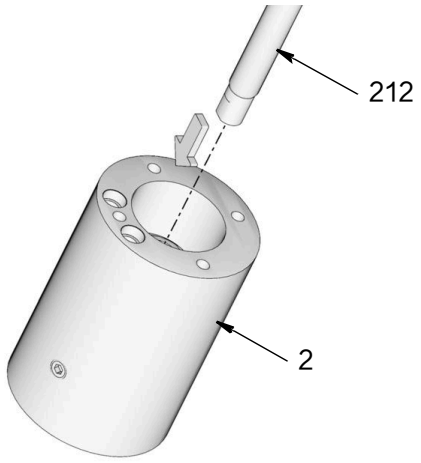

图 37
4. 在位移杆 (212) 的表面涂抹薄薄一层滑脂。将杆滑入泵适配器 (2)，方向仅按图 37 所示。